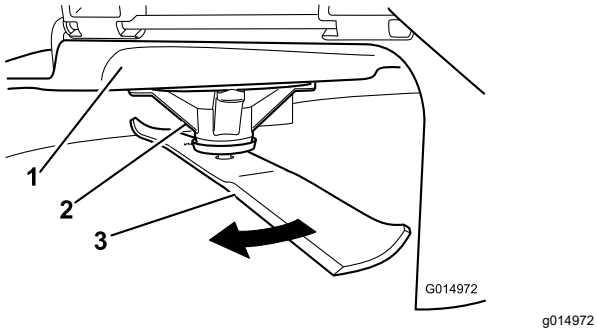

Figur 59
2. Bär tjocka vadderade handskar eller annat lämpligt handskydd och rotera långsamt kniven till ett läge så att du kan mäta avståndet mellan knivseggen och det plana underlag som maskinen står på (Figur 59).